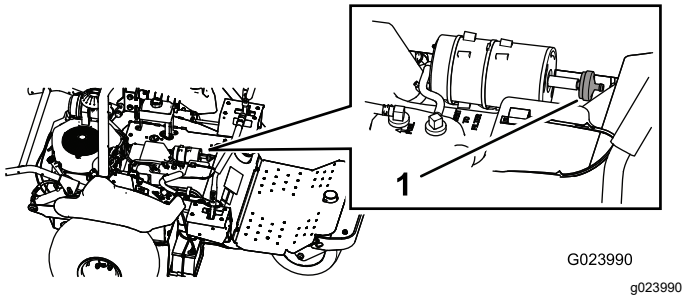

Figuur 44
3. Neem het filter van de koolstofhouder (Figuur 44).